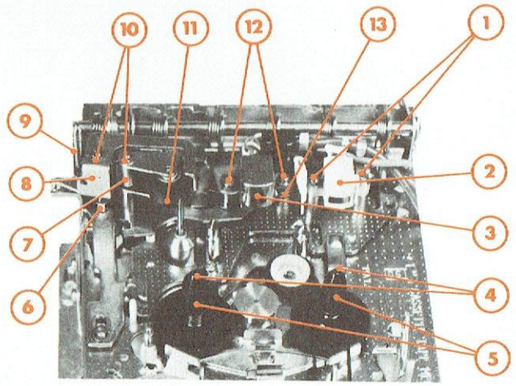

Fig. 3
c) Têtes magnétiques (Fig. 3)
d) Galet presseur (Fig. 3)
e) Porte-bobines (Fig. 3)